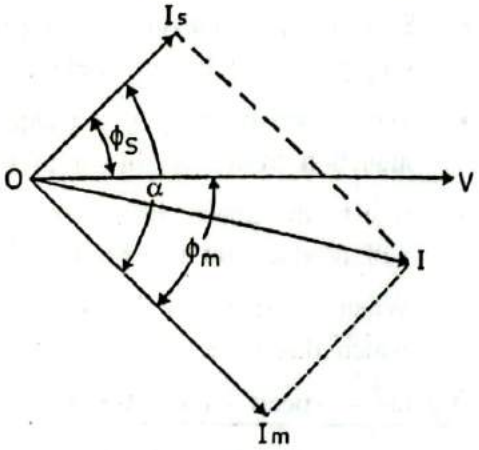

**FIG. 4.28 : VECTOR DIAGRAM**
- The vector diagram of the capacitor start capacitor run single phase induction motor is shown in Fig. 4.28.